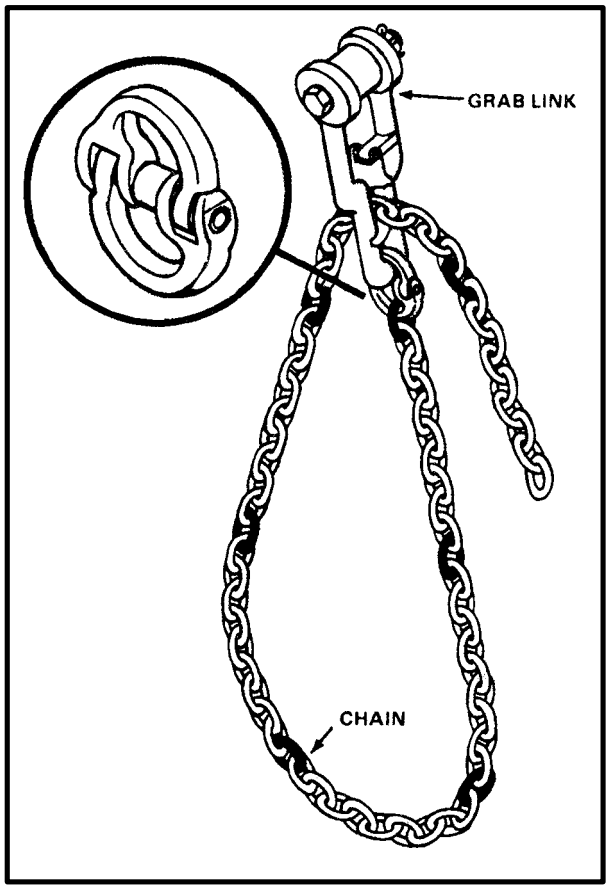

*Figure 6-29. Grab Link and Attached Chain Leg*
**d. Chain Assembly.** The 8-foot chain assembly has 70 links. Starting from the free end, every tenth link is painted olive drab to help in counting links. If additional lengths of chain are necessary, they can be joined to the existing chain leg using a coupling link. The chain link identified in the rigging procedures is inserted in the slot of the grab link (Figure 6-29).